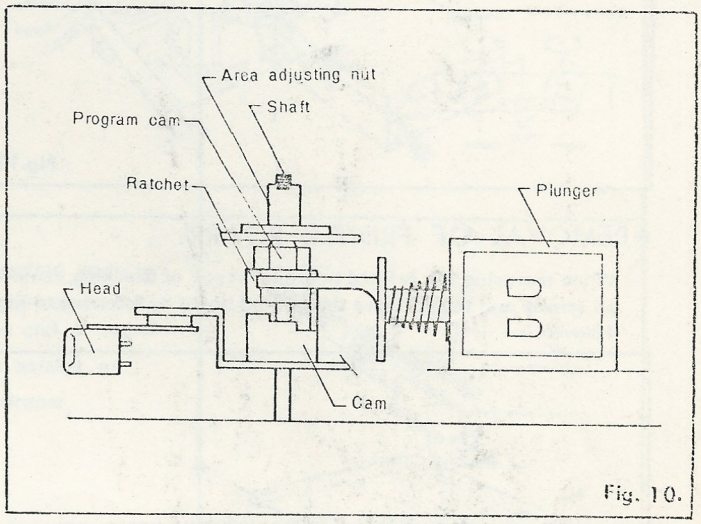

Fig. 10.
3. Parts concentrated on shaft (Refer to Fig. 10)